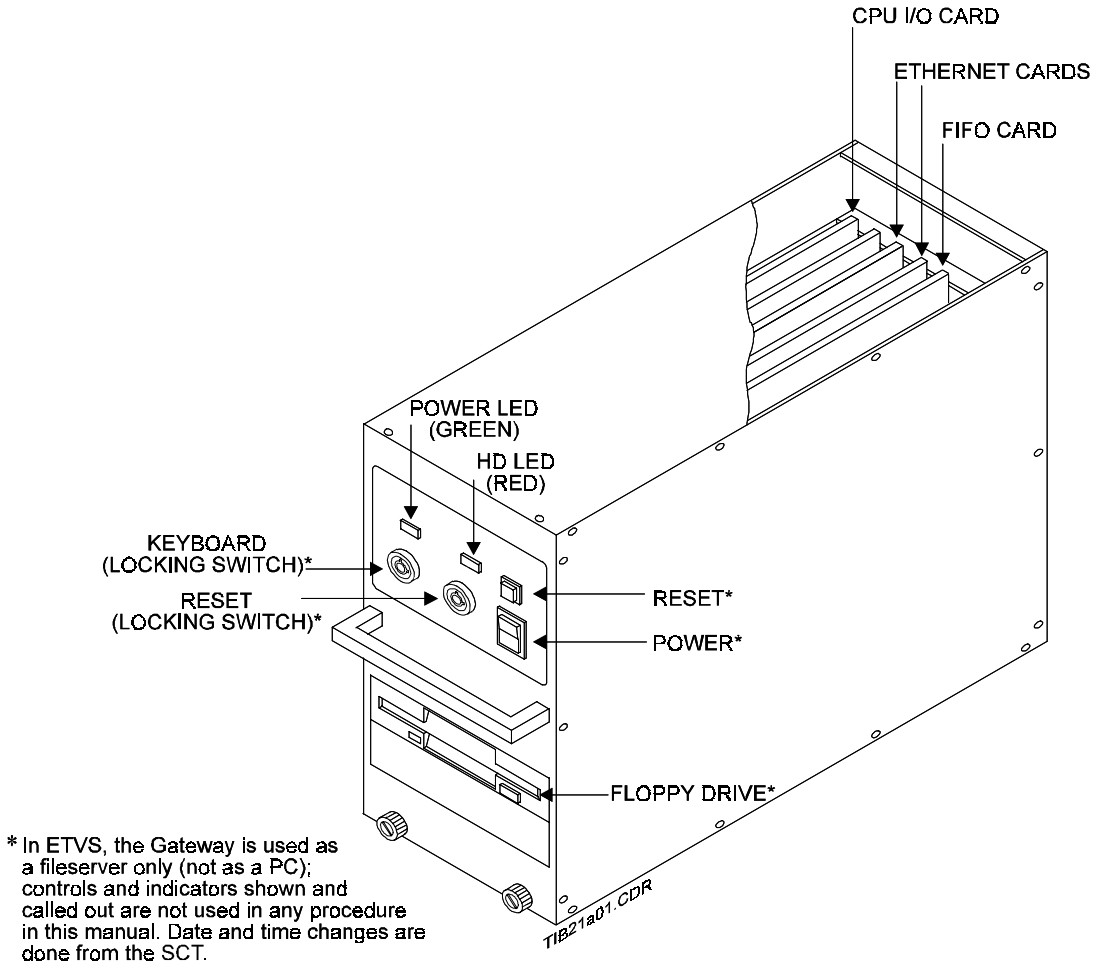
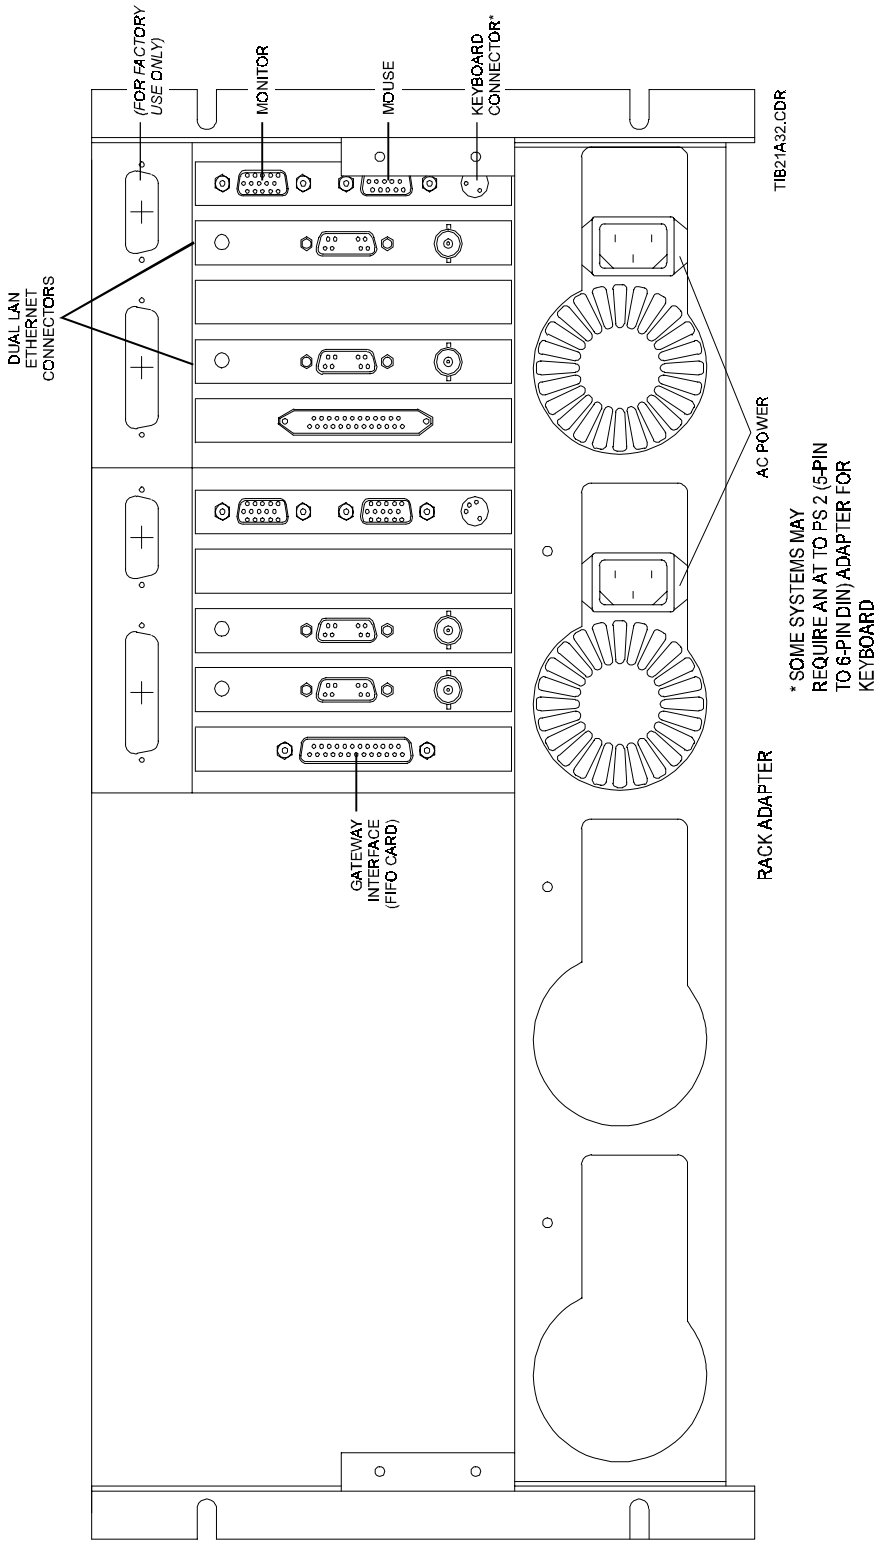

*Figure 5-50. Gateway Computer*
*Figure 5-51. Gateway Computer Rear View (Typical Configuration)*
**Figure 5-50** illustrates the front panel of the Gateway Computer and **Figure 5-51** the rear panels of the two Gateway Computers installed in the rack adapter.